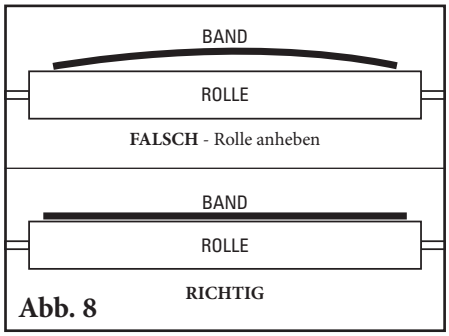

Abb. 8
8. **Das Band auf die Rolle absenken.** Sicherstellen, dass das Band ganz auf der Rolle aufliegt. Ein Loch höher ansetzen, wenn das Band nicht auf ganzer Länge aufliegt (Abb. 8). Das Förderband sollte von der normalen Laufhöhe 12–25 mm (1/2–1") nach unten bzw. oben gedrückt werden. Wenn es immer noch einen Spalt zwischen PTEZ HD und Band gibt, können Einstellungen in 12 mm (1/2")-Schritten vorgenommen werden, bis der Spalt verschwunden ist.